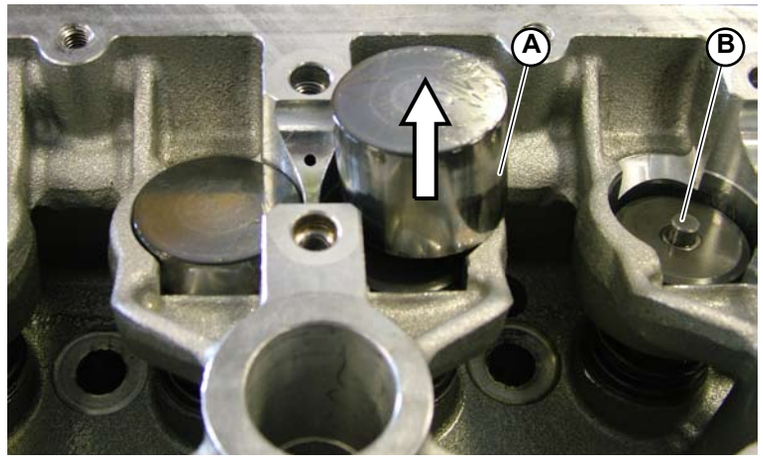

Fig.2
1. Remove the tappets **(A-Fig.2)** from their housings.
2. Remove the spacers **(B-Fig.2)** positioned underneath the tappets.